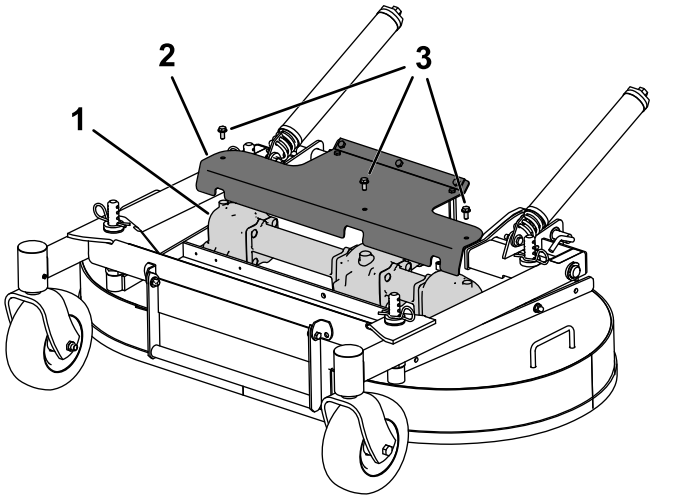

Figura 34
3. Remova a proteção para aceder à caixa de engrenagens (Figura 34).